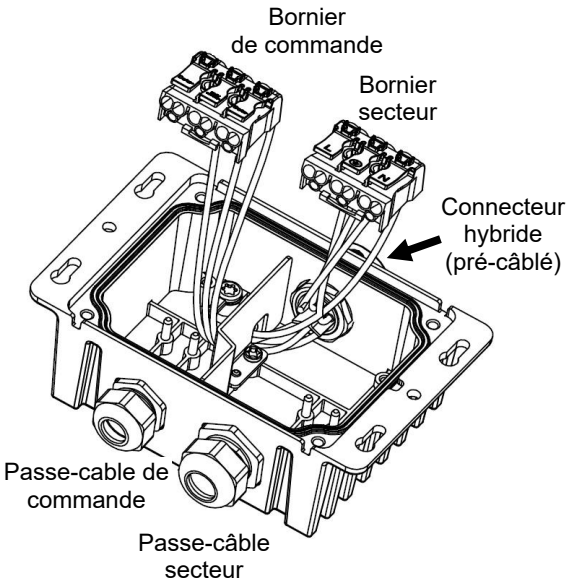

Figure 4. Connexion du boîtier
3. Voir Figure 4. Dégagez les borniers de leur empreinte au fond de la boîte pour faciliter l'accès.